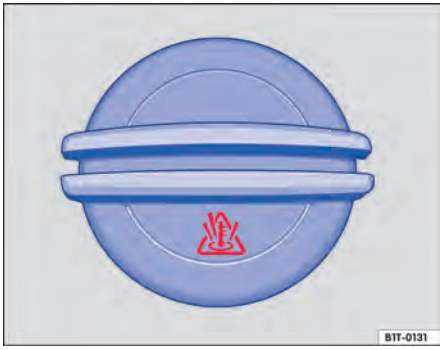

Fig. 144 No compartimento do motor: tampa do reservatório de expansão do líquido de arrefecimento do motor.
- O reservatório compensador do líquido de arrefecimento do motor pode ser reconhecido pelo símbolo na tampa ⇒ Fig. 144.